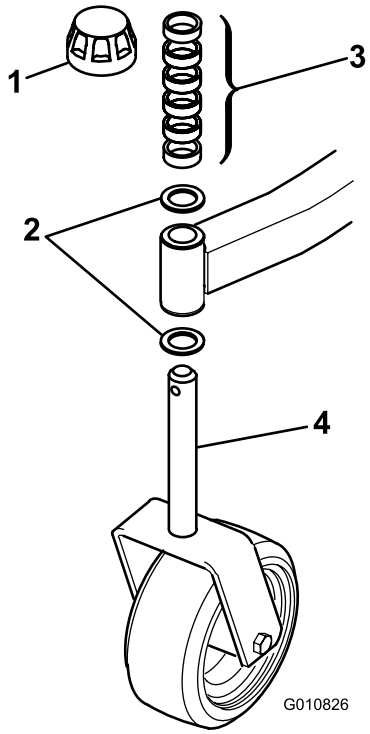
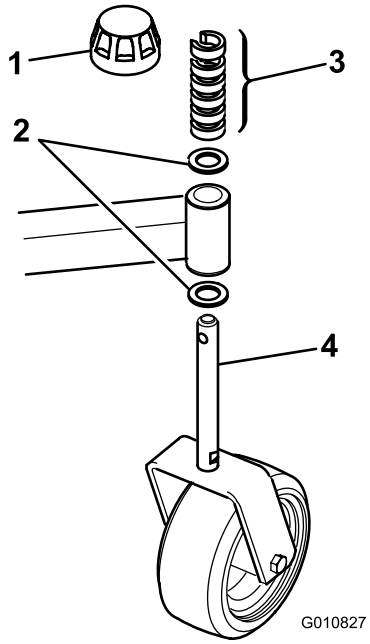

Figure 2
Figure 3
1. Retirez les chapeaux de tension des axes de pivot et retirez les entretoises et les rondelles de butée (Figure 2 et Figure 3).